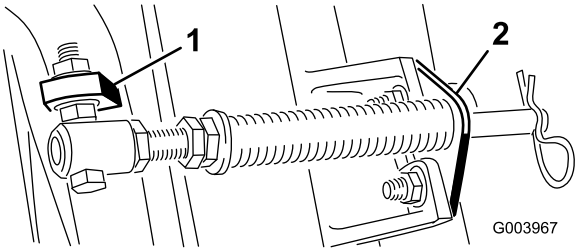

Figuur 5
C. Monteer de bout van de veerbuis op het tegenoverliggende lipje van het draagframe, en bevestig met de flensmoer. De kop van de bout moet zich bevinden aan de buitenkant van de lip zoals wordt getoond in Figuur 5.
D. Monteer de stangbeugel op de lipjes van het maaidek; gebruik hierbij de slotbouten en moeren (Figuur 5).